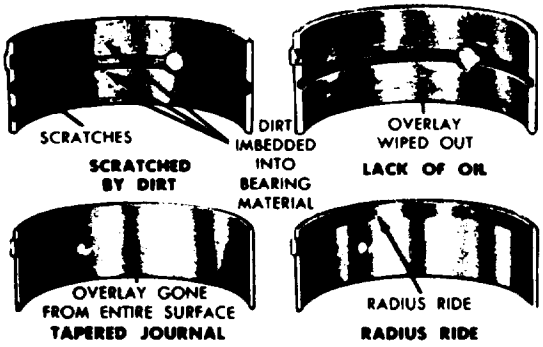

Figure 5-50. Bearing Inspection
o. As the caps are removed and the bearings are exposed, carefully inspect each bearing. A careful inspection of each bearing will indicate possible trouble areas. See figure 5-50.
u. Inspect bearings as they are removed for abnormal conditions shown in figure 5-50.
a. Connecting rod bearings must be inspected according to figure 5-50 and bearings evidencing any abnormal condition must be replaced.